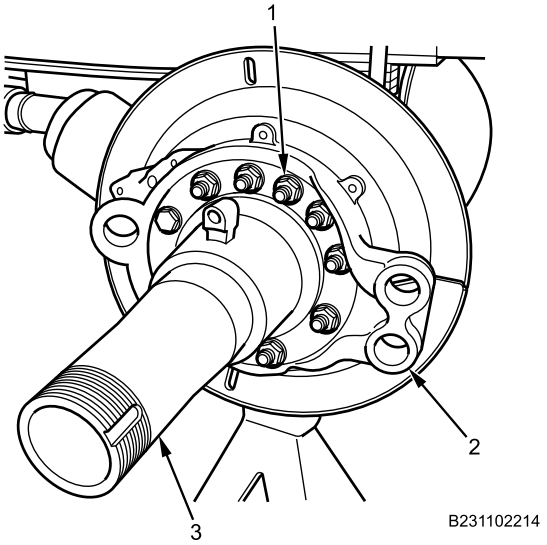

Figure 1. Rear Brake Spider Assembly.
1. Remove 10 nuts (Figure 1, Item 1), 10 washers, 10 bolts , and rear brake spider assembly (Figure 1, Item 2) from rear axle assembly (Figure 1, Item 3).